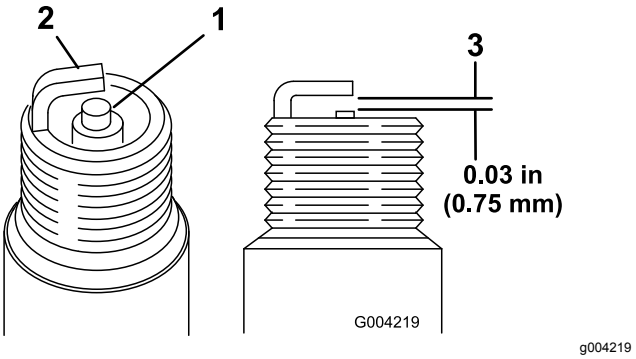

Figur 51
1. Se på midten av begge tennpluggene (Figur 51). Hvis du ser en lysebrun eller grå farge på isolatoren, fungerer motoren som den skal. Et svart belegg på isolatoren betyr som regel at luftrenseren er skitten.
2. Sjekk avstanden mellom elektroden i midten og elektroden på siden (Figur 51).
3. Bøy elektroden på siden (Figur 51) hvis avstanden er feil.